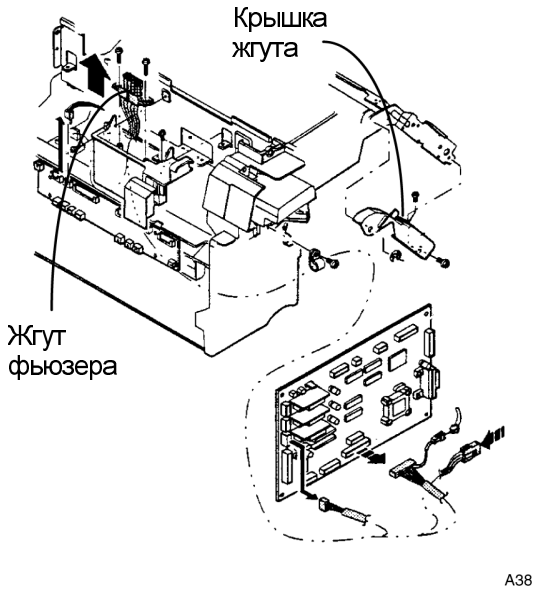

Рисунок 2. Снятие жгута фьюзера
4. (Рисунок 2): Снимите крышку жгута.